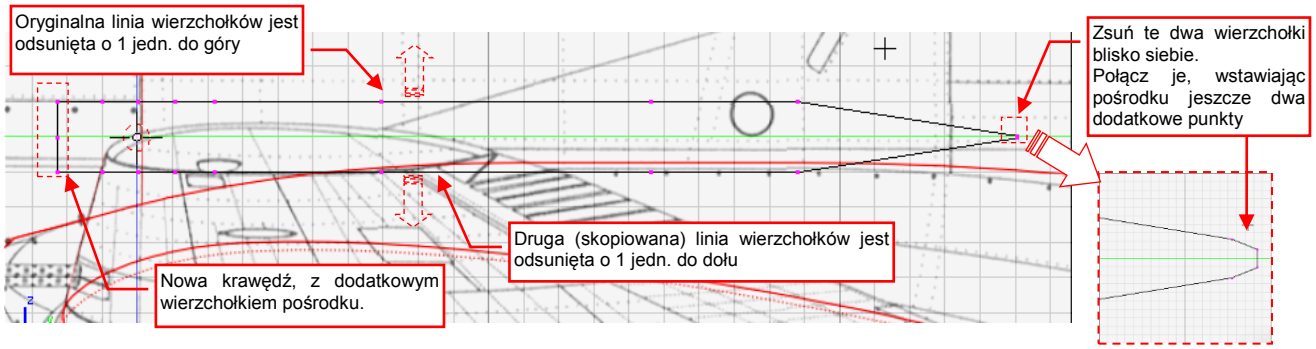

Rysunek 3.4.7 Obrys, przygotowany do przekształcenia w profil
- skopiuj wierzchołki pozostawionej linii w nową linię (Shift-D, ***Mesh→Duplicate***, str. 347) , i przesuń o 2 jednostki do dołu (by każda z linii leżała po przeciwnych stronach środka obiektu — Rysunek 3.4.7);
Rysunek 3.4.7 przedstawia obrys, który powinieneś przygotować . Przednia krawędź ma wierzchołek dokładnie w połowie długości, czyli dla **Z** = 0. Powstanie z niego linia krawędzi natarcia. Tylne połączenie obrysów: górnego i dolnego, składa się aż z 4 wierzchołków. Powstanie z nich krawędź spływu. Te cztery wierzchołki ustaw tak, jak na ilustracji — ich wysokość nie powinna przekroczyć 0.05 jednostki Blendera (czyli 5 mm na "prawdziwym" samolocie). Po włączeniu wygładzenia powierzchni, utworzą zaokrąglenie o promieniu ok. 0.03 jednostek Blendera (czyli 3 mm na "prawdziwym" samolocie)[1].